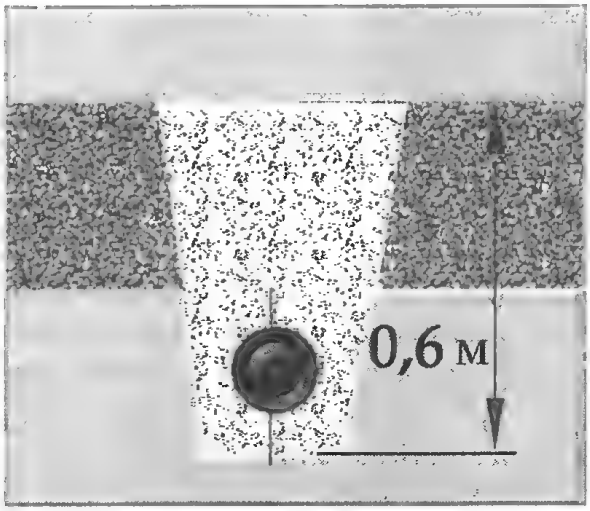

Рис. 1. Минимальная глубина заложения газопровода
1. Минимальная глубина заложения газопровод (рис. 1) – 0,6 м.